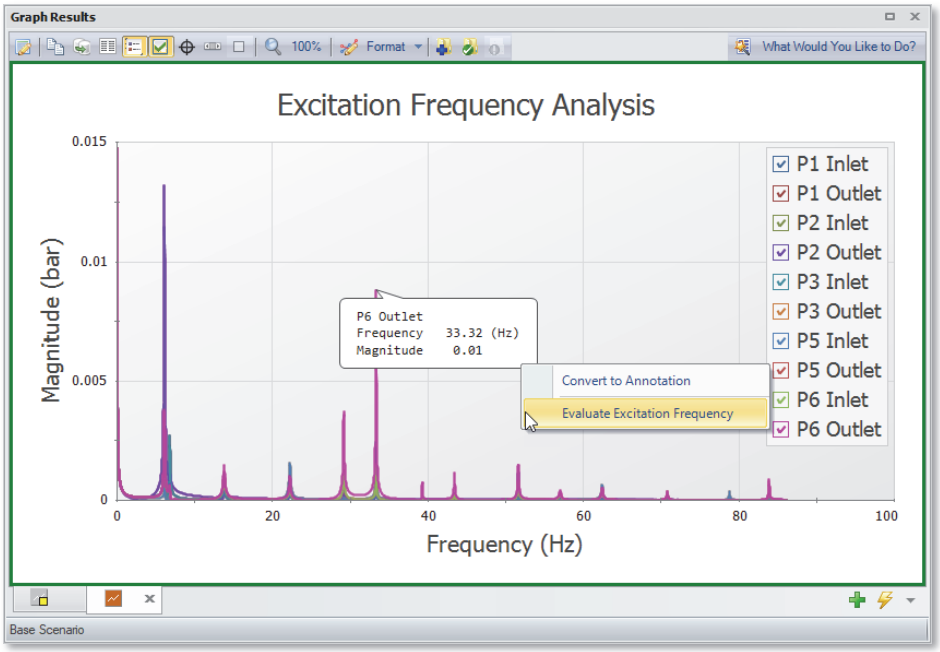

Figure 6.16 Excitation Frequency Analysis with Dialog Flag. Right-clicking on the Dialog Flag provides the option to Evaluate Excitation Frequency.
1. Left-click near the frequency of around 33 Hz and drag the mouse over the peak on the graph near this frequency. This will highlight and flag the local maximum. Figure 6.16 shows the frequency graph after the dialog flag appears.